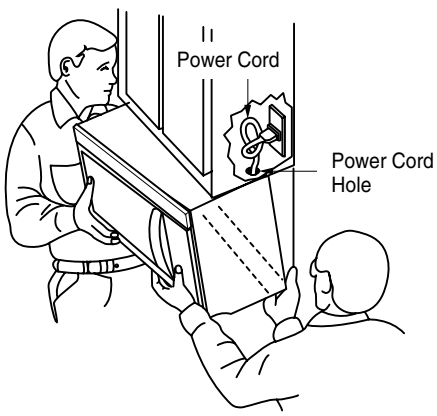

Figure 31
1. Carefully lift microwave oven and hang it on support tabs (See Figure 27) at the bottom of the mounting plate.Reaching through upper cabinet, thread power supply cord through the power supply cord hole in the bottom of the upper cabinet. See Figure 31.